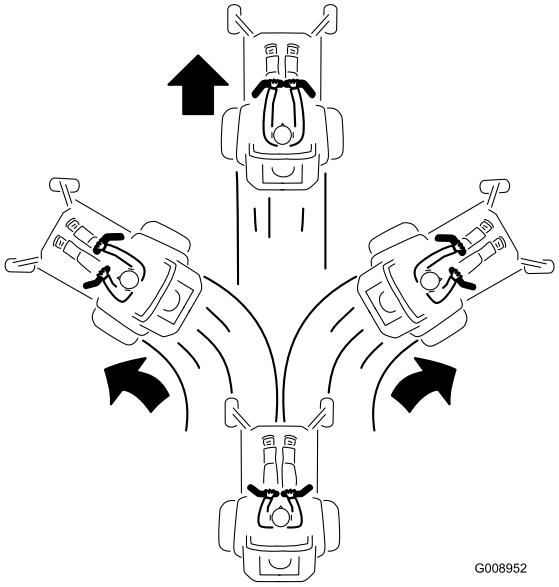

Figur 16
2. Kör framåt genom att försiktigt föra rörelsereglagespakarna framåt (Figur 16).
Du kör rakt genom att trycka lika mycket på båda rörelsereglagespakarna (Figur 16).
För att svänga lättar du på trycket på den rörelsereglagespak som är närmast det håll som du vill svänga åt (Figur 16).